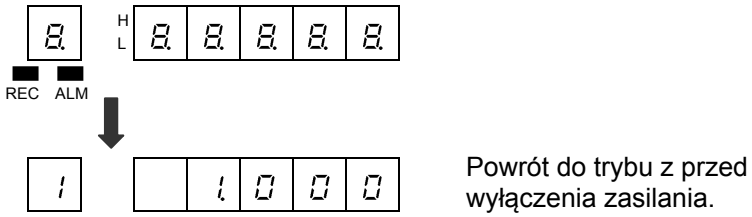

Rys. 6.1.1 Stan wyświetlacza po włączeniu zasilania.
(1) Ekran wyświetlacza : Kontrolka “REC” utrzymuje stan z przed wyłączenia zasilania.
(2) Wydruk danych : Wszystkie drukowane i analogowo rejestrowane dane są po wyłączeniu zasilania kasowane.
(3) Alarm i diagnostyka : Kontrolki alarmowe i pozostałe informacje nie są możliwe do odzyskania po tym jak zasilanie zostało wyłączone.
(4) Dane i numer kanału są wyświetlane jak pokazuje poniższy rysunek (rys. 6.1.1).
(1) Jeżeli zasilanie ulegnie awarii, inicjalizacja zostanie wykonana po powrocie zasilania. A następnie rejestrator powraca do stanu początkowego.
(2) Drukowanie danych jest na początku wyłączone. Drukowanie nie jest kontynuowane po powrocie zasilania, gdy zasilanie zostało wyłączone podczas drukowania danych.
(3) Gdy zasilanie zostanie włączone, wyświetlacz wskazuje “0” podczas wczytywania danych (rys. 6.1.1). Liczba wyświetlanych cyfr różni się w zależności od ustawienia.